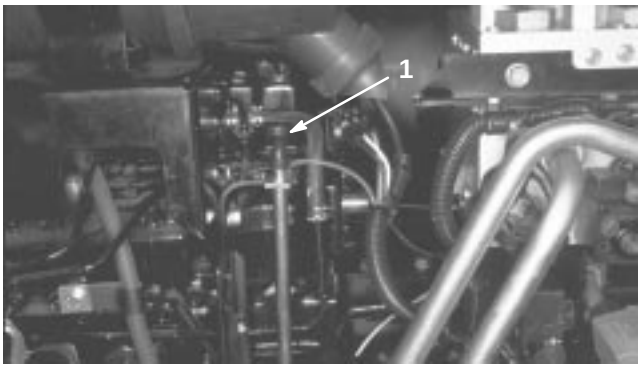
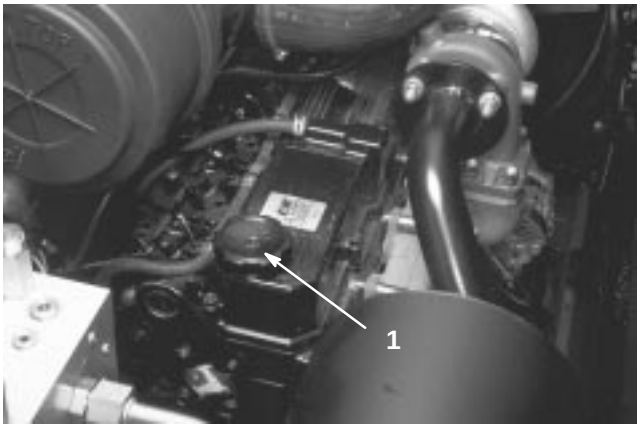

Figure 3
Figure 4
3. Remove dipstick (Fig. 3), wipe with a clean rag, and insert into tube until fully seated. Remove dipstick from tube and check oil level. If oil level is low, remove filler cap (Fig. 4). Add proper type of oil until level is to top notch on dipstick. **Do not overfill**.